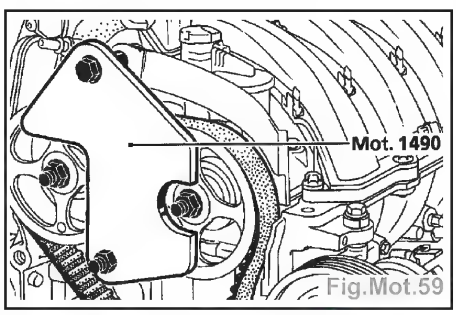

Fig.Mot.59
- les poulies des arbres à cames à l'aide du **Mot.1490** (utiliser les fixations du carter de distribution pour fixer le **Mot. 1490**) (Fig.Mot.59),